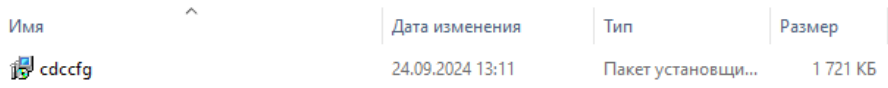

Рис.1.1
1.2. Установить программу cdccfg (рис.1.1). Программу установщик cdccfg можно скачать с сайта компании.